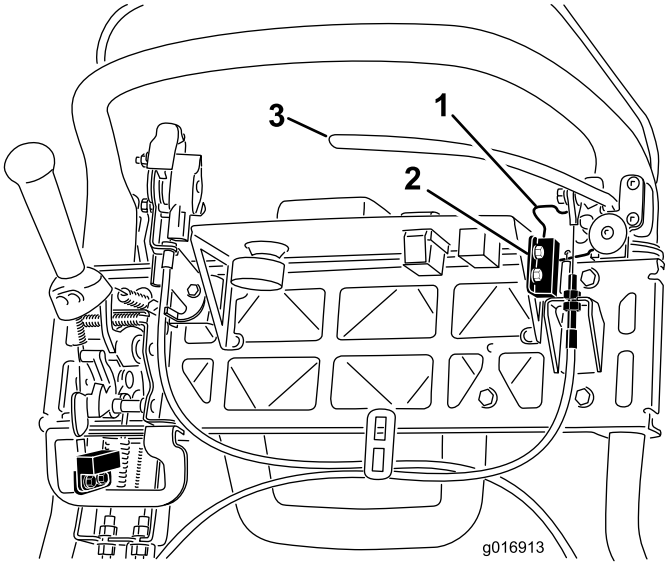

Figur 39
4. Løsne monteringsfestene til sperrebryterne (Figur 39).
5. Plasser et 1,6 mm tykt mellomledd mellom parkeringsbremselåsen og sperrebryteren (Figur 39).